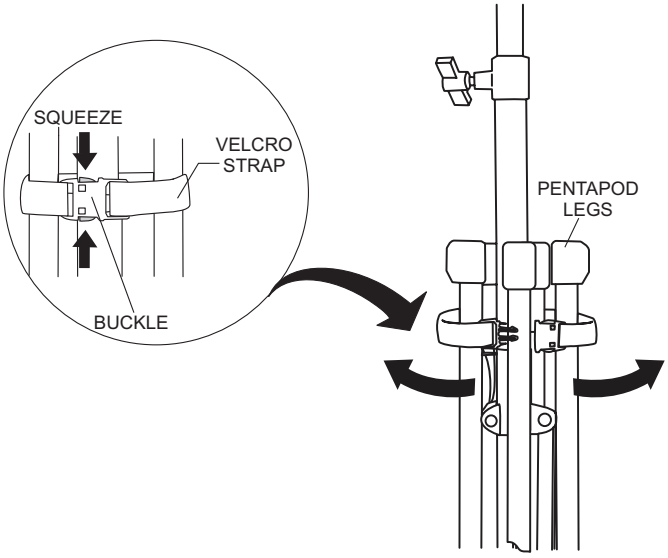
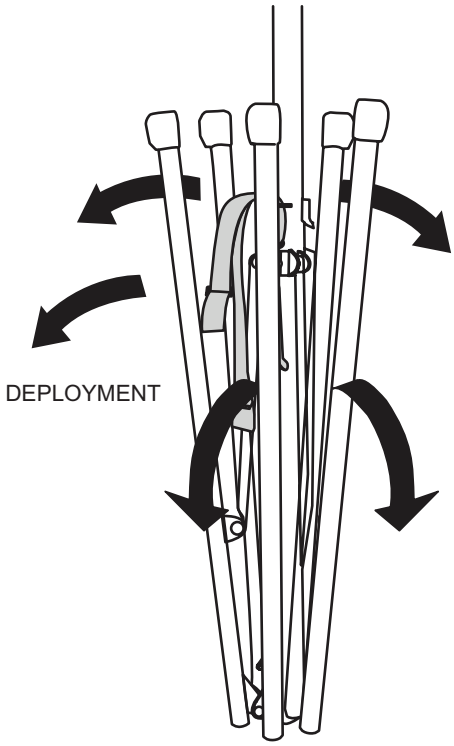

Figure 5. Velcro Strap (Open)
Figure 6. Pentapod Deployment
2. Remove pentapod from its carrying case. The pentapod legs are secured by a black velcro strap (Figure 5). Squeeze both tabs on each side of buckle to unlock strap and allow tripod legs (Figure 6) to be deployed.